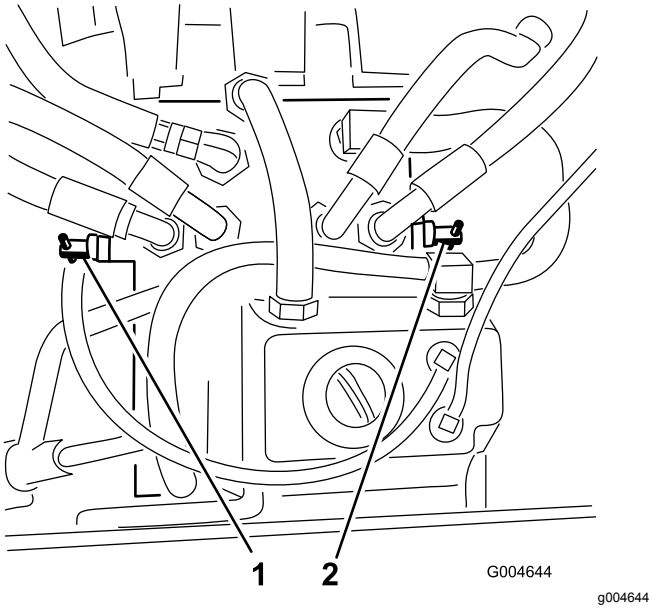

Figur 26
2. Lokalisera överströmningsventilerna (Figur 26) och rotera dem ett varv motsols.
4. Stäng ventilerna genom att rotera dem ett varv medsols (Figur 26).